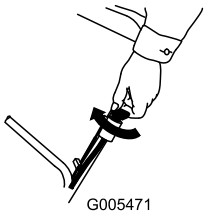
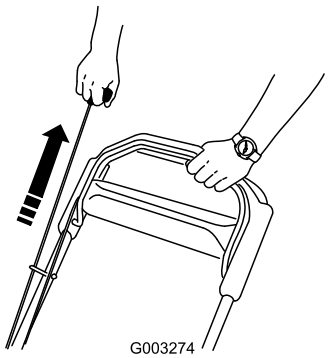

Figuur 16
Figuur 17
2. Draai het contactsleuteltje (uitsluitend model 20796) (Figuur 16) of trek aan de handgreep van het startkoord (Figuur 17).